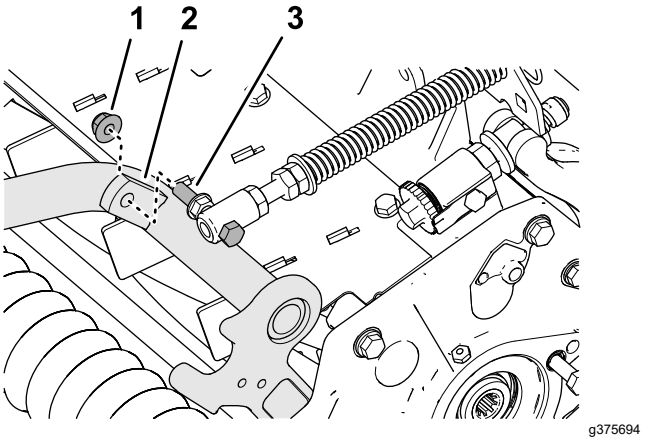

Figuur 9
4. Monteer de tapbout van de gazoncompensatieveer op de rechterlip van het draagframe (Figuur 9); gebruik hierbij de flensborgmoer (⅜").